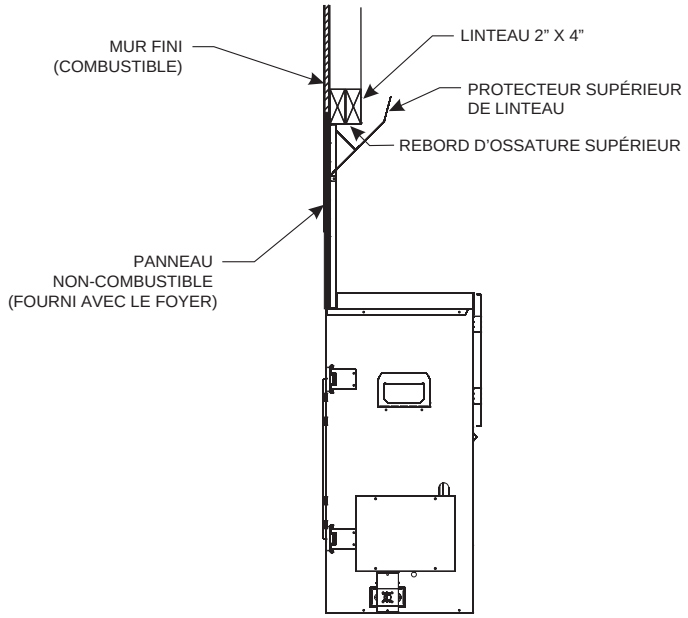

Figure 33
- Panneau incombustible installé de manière affleurante par rapport à la façade du foyer (supports de cadre en retrait de 1/2 po [12,7 mm]). **Voir la figure 33.**
- Les **figures 33 et 34** montrent les deux options de finition.